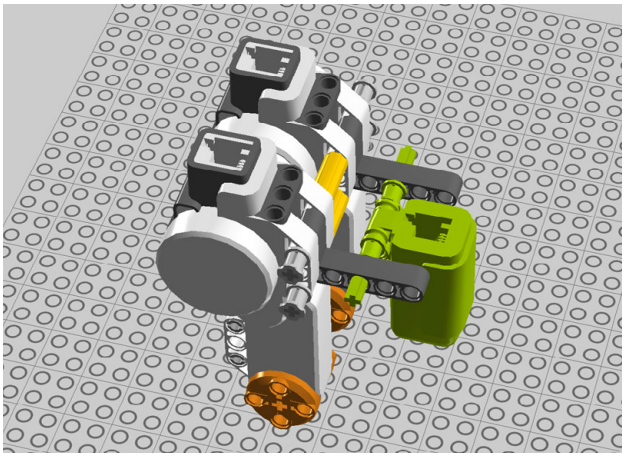

Figure 1-44. *Step 40: Connecting the sensor*
40. This is a tricky step. Hold a touch sensor in place and slide an 8M cross axle through it as well as two bushes and two half bushes. The sensor will swing freely (Figure 1-44).